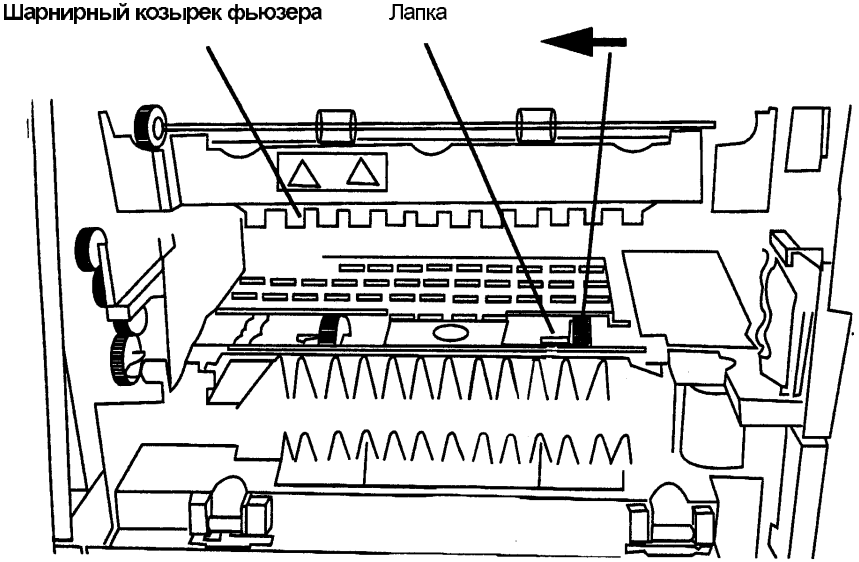

Рис. 1. Демонтаж ролика подачи лотка 1.
4. Снимите ролик подачи лотка 1 (Рис. 1).